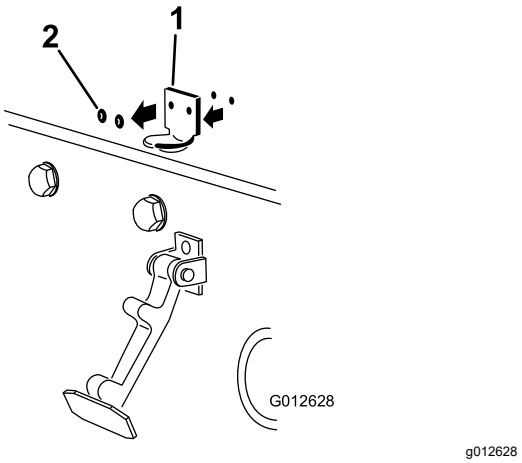

Figur 7
2. Ta bort de två nitarna som fäster motorhuvslåsfästet på motorhuven (Figur 7).